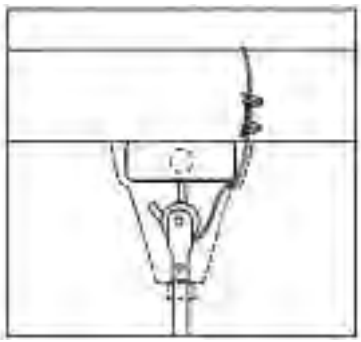

*Figura 3*
9. Este ventilador está equipado con el cable de “soporte secundario” requerido. Este cable de seguridad debe sujetarse a la estructura de vigas y sujetarse de manera segura de tal manera que soporte el peso del ventilador en caso que falle el gancho de montaje u otras piezas. Después de enrollar el cable de seguridad alrededor de un miembro estructural que soportará 300 lbs., asegure el cable con los sujetadores de cable suministrados según se ilustra en la Figura 3. (Nota: Cualquier material adicional necesario para instalaciones específicas puede comprarse a su distribuidor local).
**PRECAUCIÓN IMPORTANTE: El cable de seguridad no debe colocarse entre el rodillo de caucho y el gancho, sino como se ilustra en la Figura 3.**
10. Cuando se cuelga el ventilador mediante el gancho en “J” suministrado por fábrica, verifique que el cable de seguridad en la parte superior de la barra está posicionado detrás del gancho en “J” según se ilustra en la Figura 3.